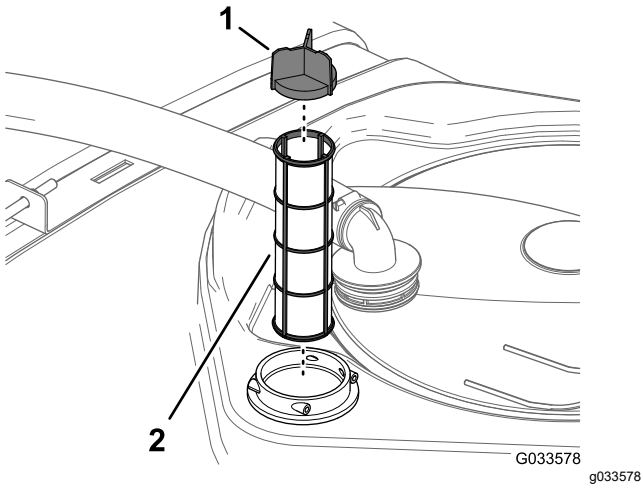

Figura 108
4. Retire o filtro de sucção antigo da estrutura do filtro no depósito (Figura 108).